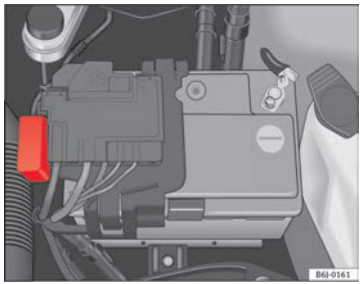

Fig. 144 En el vano motor: tapa de la caja de fusibles.
- Presione las pestañas de bloqueo para desbloquear la tapa de la caja de fusibles ⇒ fig. 144.